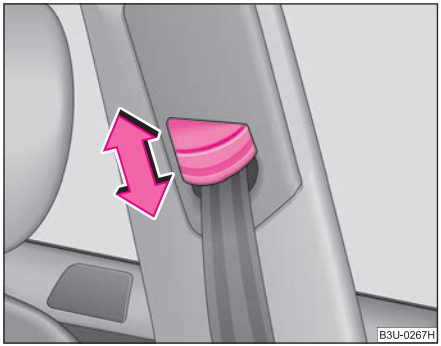

Fig. 143 Front seat: Seat belt height adjuster
– Move the height adjuster in the desired direction up or down ⇒ fig. 143.